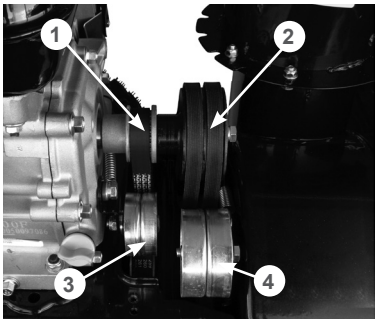

Рис. 43 Обслуживание ремней привода
2. Проверьте состояние ремней (Рис. 43). Если ремень протерт, надорван или заметны иные повреждения, он должен быть незамедлительно заменен.